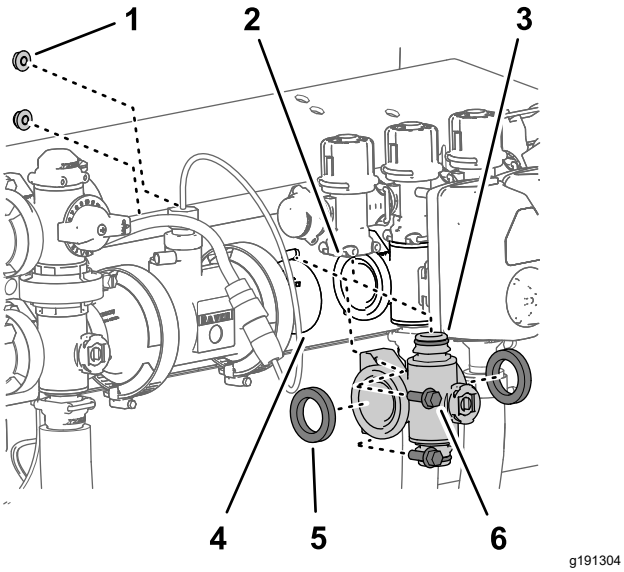

**Figur 127**
sektionsventilens grenrör vid ventilstödet (Figur 127).
5. Flytta ned sektionsventilens grenrör och packningar för att komma åt sektionsöverströmningsventilen och ta sedan bort den från maskinen (Figur 127).